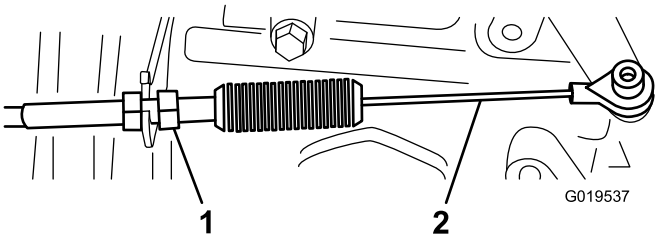
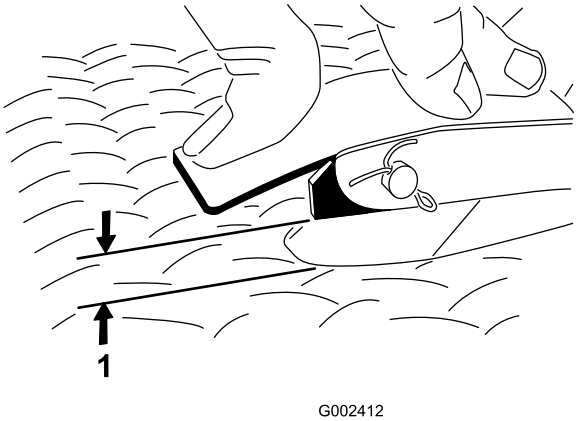

Figur 67
Figur 68
2. Juster kugleleddet på gaspedalkablet (Figur 67), så der er en afstand på 2,54–6,35 mm mellem gaspedalen og toppen af gulvpladens diamantmønster (Figur 68), når der påføres en kraft på 11,3 kg midt på pedalen.
3. Tilspænd låsemøtrikken (Figur 67).